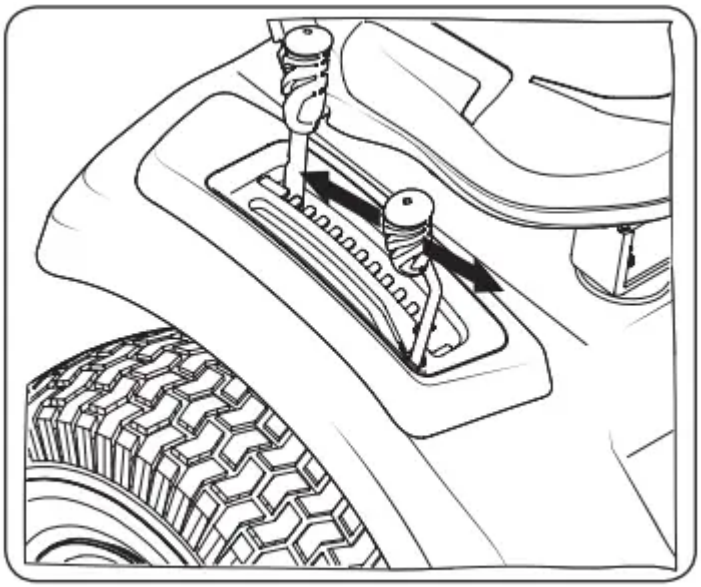

Figure 14
2. Push the PTO handle forward into the engaged (ON) position. See Figure 14